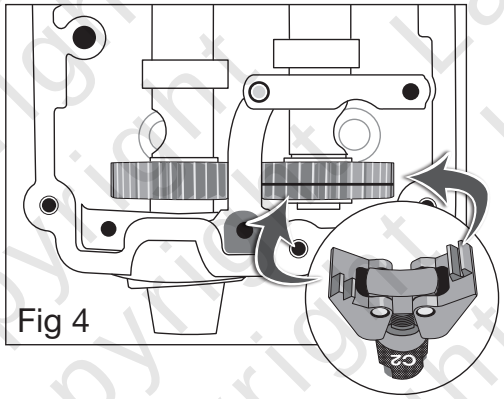
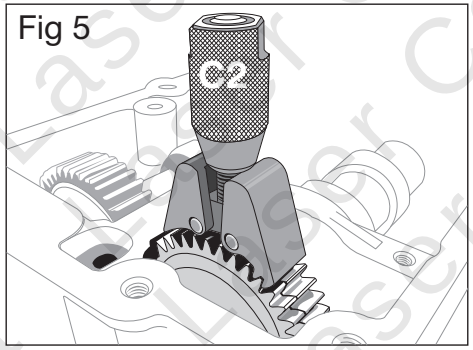

Fig 4
Fig 5
- **Verzahnungsausrichtklemmen**: Siehe Abbildungen 4 und 5 – **C1** oder **C2** (in Abhängigkeit von der Anwendung) auf die Zähne der Auslassnockenwellen aufsetzen, sodass die beiden Arme der Klemme in die beiden Hälften des Zahnrads (einer auf jeder Hälfte, wie in **Abb. 4** dargestellt) eingreifen. **Der breitere Arm muss in die breitere Hälfte des Zahnrads eingreifen**. Die Ausrichtklemme mit Hilfe des gerändelten Rads anziehen, sodass die Verzahnungen ausgerichtet sind (**Abb. 5**).